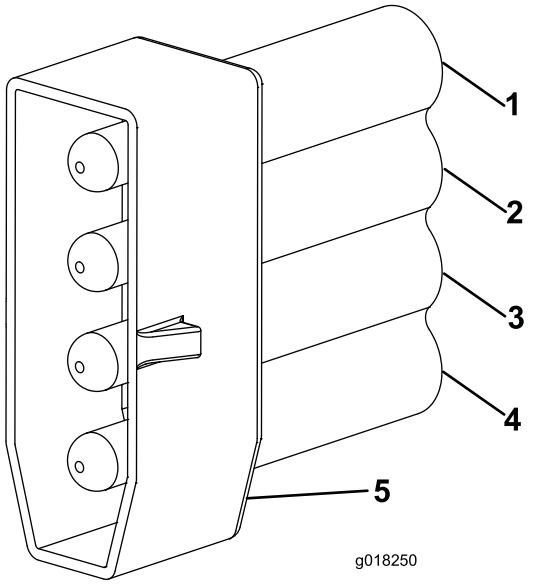

Figure 12
7. Install the PM4 wiring cable connector onto the wiring cable by pushing the pins into the connector. (Figure 12). Identify and mark this connector as R.H. to help with cable identification when making the connections to the machine main wiring loom.